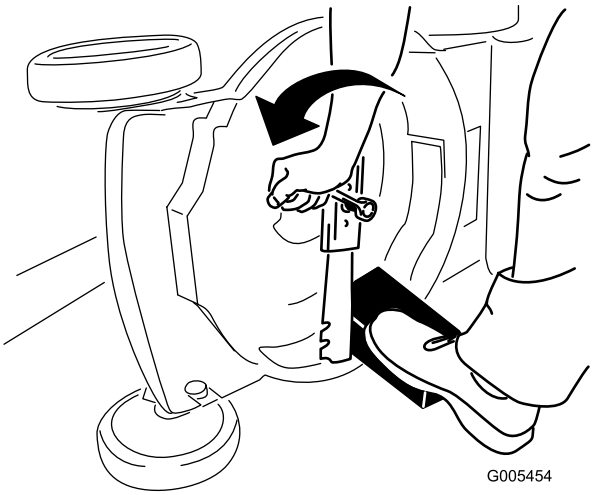

**Figuur 26**
3. Gebruik een blok hout om het mes stil te houden (Figuur 26).
4. Verwijder het mes en bewaar alle bevestigingselementen (Figuur 26).